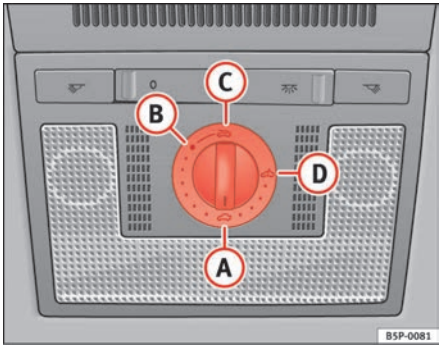

Fig. 70 Roof lining description: rotary sunroof control
– Turn the rotary button to position (A) ⇒ page 108, fig. 70 ⇒ ⚠.